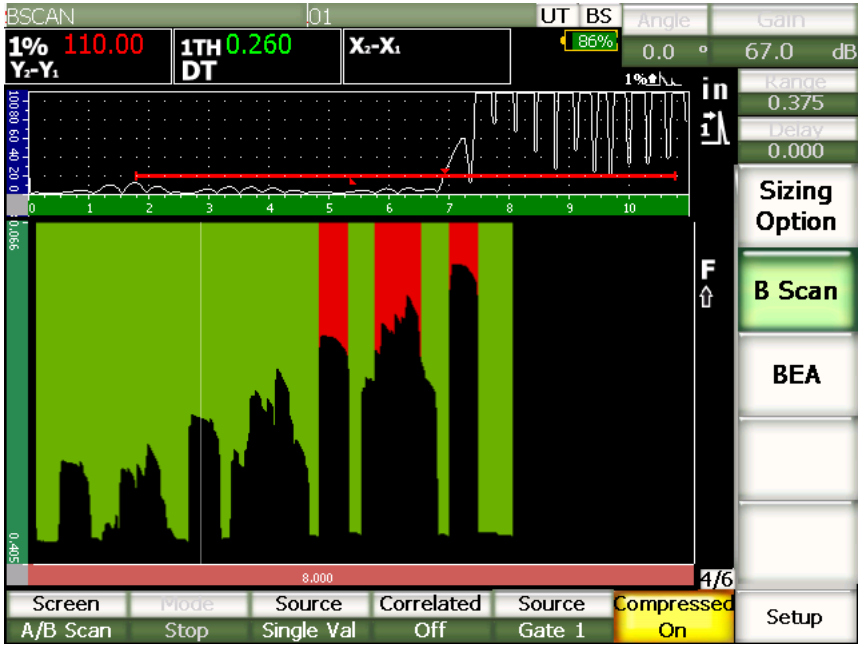

Figure 11-40 Compressed view
- Select **B Scan > Compressed = On** (see Figure 11-40 on page 296).